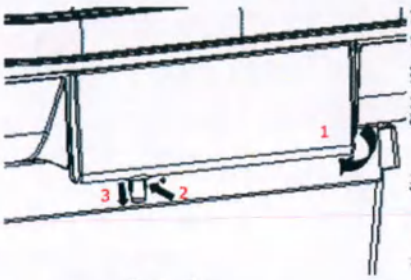
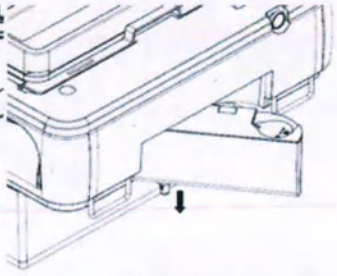

Рис. 3
Рис. 4
(4) Для снятия резервуара для воды потяните за паз, обозначенный надписью «ОТКРЫТЬ» (область 1 на рис. 3) в правом нижнем углу емкости, поверните наружу по часовой стрелке, затем нажмите на открытую кнопку на левом нижнем валу резервуара для воды (область 2 на рис. 3), а затем снимите резервуар для воды по направлению вала (область 3 на рис. 3 или направление, указанное стрелкой на рис. 4).